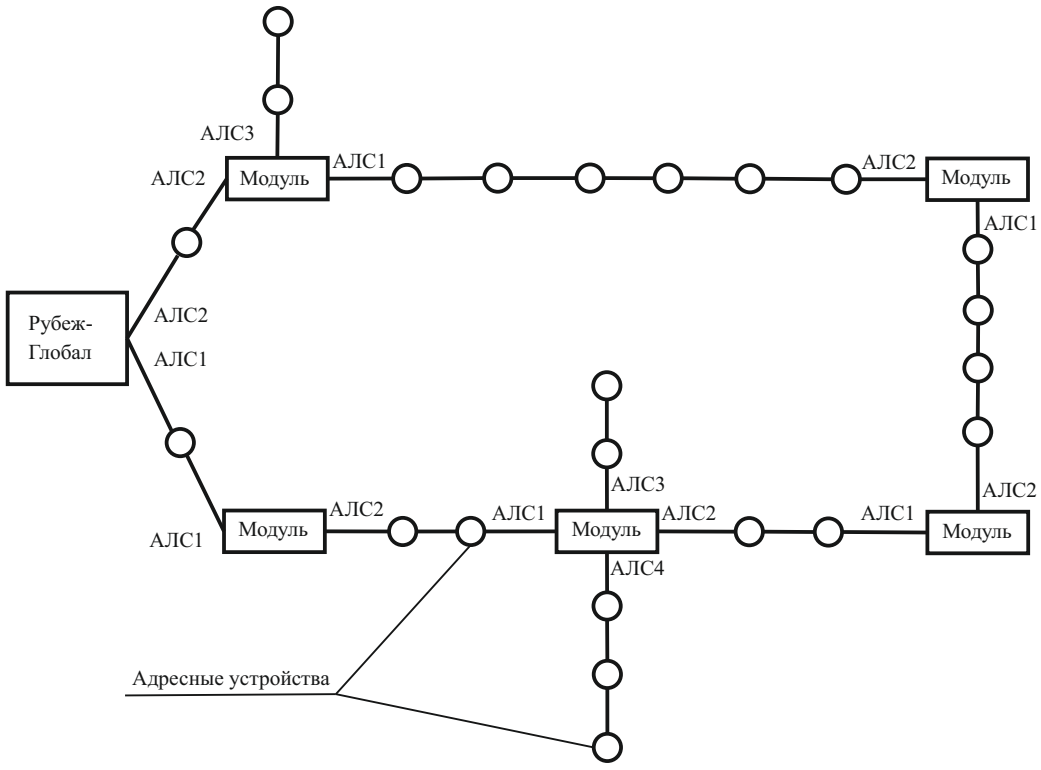

Рисунок 5
5.8 Применение модуля в кольцевой АЛС прибора (рисунок 5) позволяет: